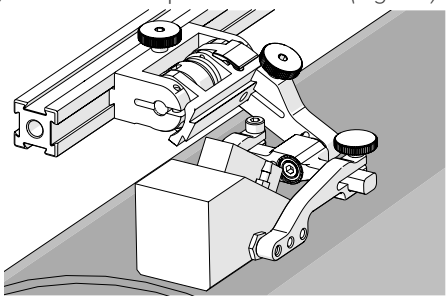

Fig. 149 - Spring loaded scan position
4. Gently lower probe holder and wedge to the scanning surface *(Fig. 149)*.